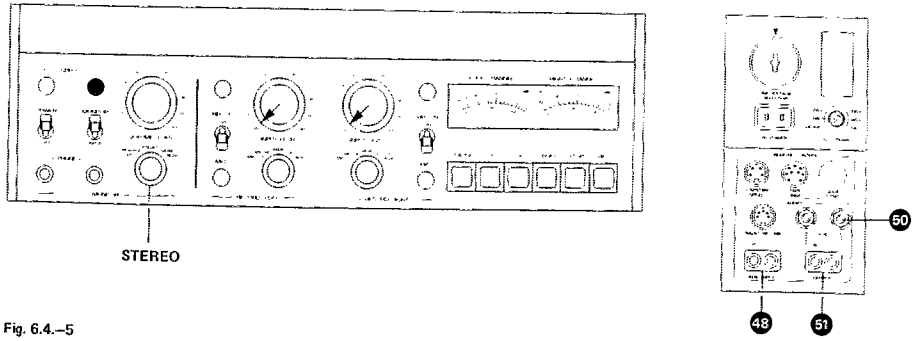

Fig. 6.4.–5
– Connect audio generator to both AUX INPUTs (48) in parallel.
– Connect audio millivoltmeter to OUTPUT (51).
– Effectuez les commutations selon la fig. 6.4.–3.
– Raccordez un générateur BF aux entrées AUX INPUT (48).
– Branchez un millivoltmètre à la sortie OUTPUT (51).
– Bedienungselemente nach Fig. 6.4.–5 einstellen.
– NF-Millivoltmeter an Ausgang (51) OUTPUT L anschliessen.
– Wiedergabetaste PLAY drücken und an Justierschraube (P) auf Ausgangsspannungs-Maximum einstellen.